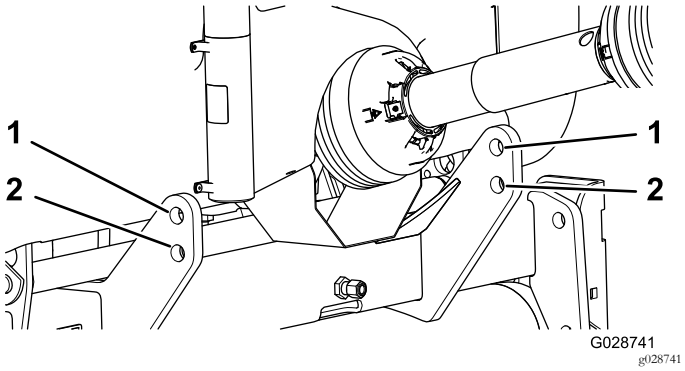

**Figur 5**
**Obs:** Hakbultarna ska låsas fast i de nedre monteringshålen för maximalt avstånd till marken (Figur 5). Se Ansluta kraftuttagsaxeln för information om när de övre monteringshålen ska användas.